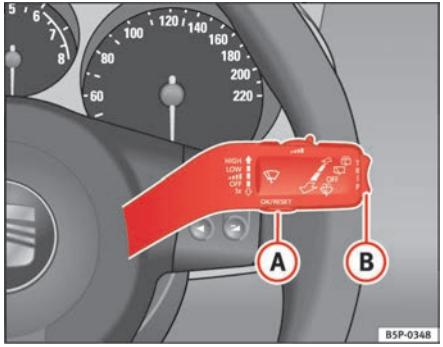

Fig. 39 Windscreen wiper and windscreen wash lever: button A and rocker switch B
A **service pre-warning** will appear on the mileage displays if a service is due soon. A “spanner” symbol appears and the display “miles” with the distance that can be driven until the next service appointment is due. The display will change after approximately 10 seconds. A “clock symbol” appears and the number of days until the service appointment should be carried out. The instrument panel displays shows the following message[5]: **SERV. IN ... KM OR ... DAYS**. The service message will disappear approximately 20 seconds after the ignition is switched on or the engine is running. The normal display can be resumed by pressing the reset button on the trip counter or by pressing the rocker switch of the MFI ⇒ page 61, fig. 39 (B).
– With the ignition switched on, briefly press the button ⇒ fig. 39 (A) on the windscreen wiper lever to move between the two memories.